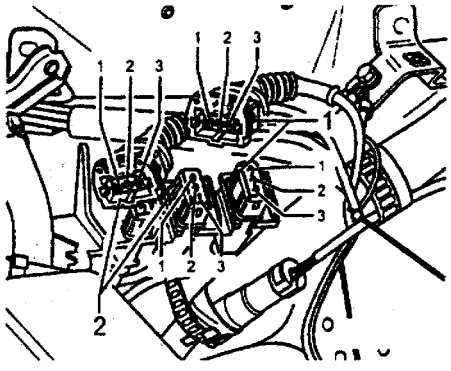

图 2－50
(1) 所需的专业工具、检查和测试仪以及辅助工具：
①测试盒 V.A.G1598/22。
②袖珍万用表 V.A.G1526 或万用表 V.A.G1715。
③测试辅助导线 V.A.G1594。
④电路图。
(2) 检查条件。自诊断系统必须能识别一个或两个爆震传感器有故障。
(3) 功能检查。按本章第一节“四、测试数据块”中的方法，检查爆震控制和爆震传感器的功能。
(5) 检查电阻和导线：
①如图 2－50 所示，拔下到爆震传感器 1 (G61) 或到爆震传感器 2 (G66) 的 3 针插头。测量在爆震传感器插头触点 1 和 2、1 和 3、2 和 3 之间的电阻，允许值为 Ω。
②见图 2－5，将测试盒 V.A.G1598/22 连接到控制单元线束中。检查 3 针插头的触点 1、2、3 与测试盒的插孔 68、67、2（G61）或 60、67、2（G66）之间导线的导通性，导线电阻的最大值为 1.5Ω。另外检查插孔 67 与插孔 60、68 之间的导线是否短路，允许值为 Ω。
③如果在导线中未发现故障，松开爆震传感器，并重新以 20N·m 旋紧。
④试车行驶。在试车行驶中必须满足以下运行条件：冷却液温度必须升到高于 80℃；达到规定温度后，则多次进行怠速、部分满负荷、滑行等运行。在满负荷时转速必须超过 3500r/min。
⑤再查询一次故障存储。如果仍有故障，应更换爆震传感器。